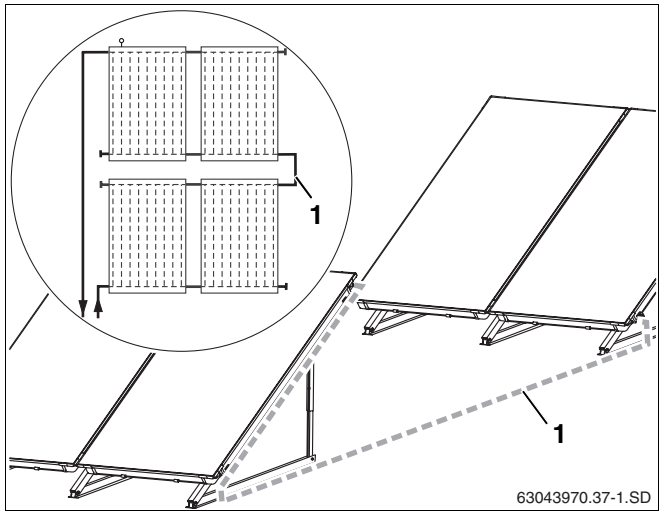

Afb. 61 Twee collectorrijen achter elkaar
Voor de verbinding van twee rijen collectoren (afb. 61, **pos. 1**) heeft u een tweede aansluitset.